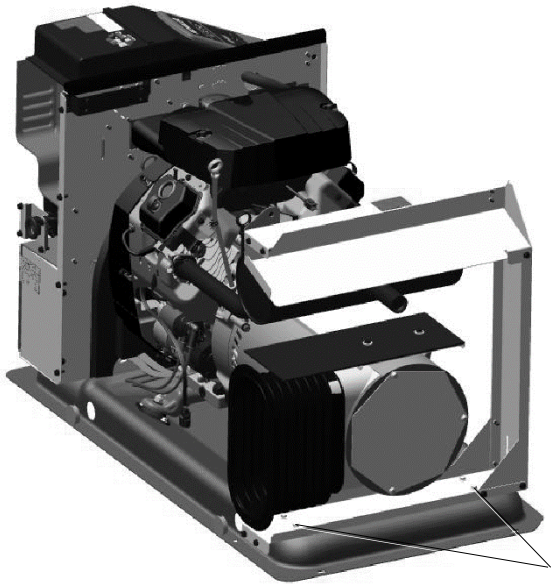

Figure 140 Rear Bulkhead
11. Reinstall the rear bulkhead assembly shown in Figure 140.